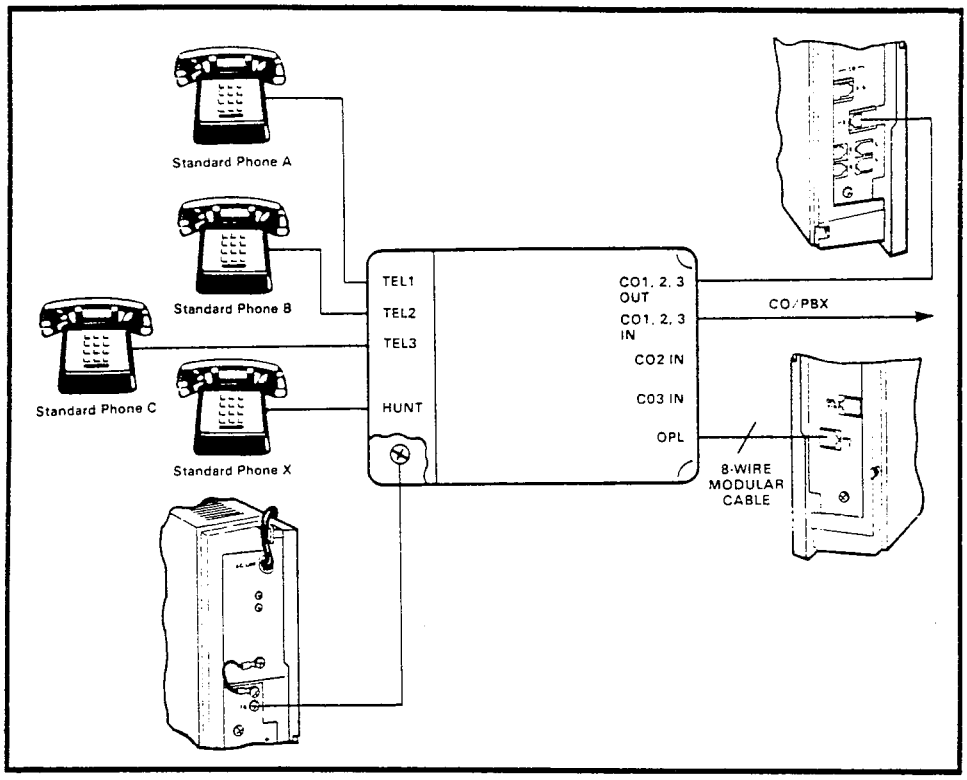

FIGURE 34—HOLB WIRING
09.53 Cabling: When using the HOLB unit, the CO lines are connected to the CO1, CO2, CO3 connectors (**J2**, **J3**, and **J4**) on the HOLB unit (Figure 34). Then, a 6-wire cable from the CO1, 2, 3 OUT (**J1**) connector on the HOLB is connected to the CO1-3 modular connector on the right side panel of the HKSU. Connect the provided 8-wire modular cable from the HOLB 1-3 connector (on the HKSU left side panel) to the HOLB unit. Connect the provided green ground wire between TB1 (**FG**) on the HOLB and the HKSU. (A similar procedure is followed if a second HOLB unit is to be connected to the HOLB 4-6 connector.)